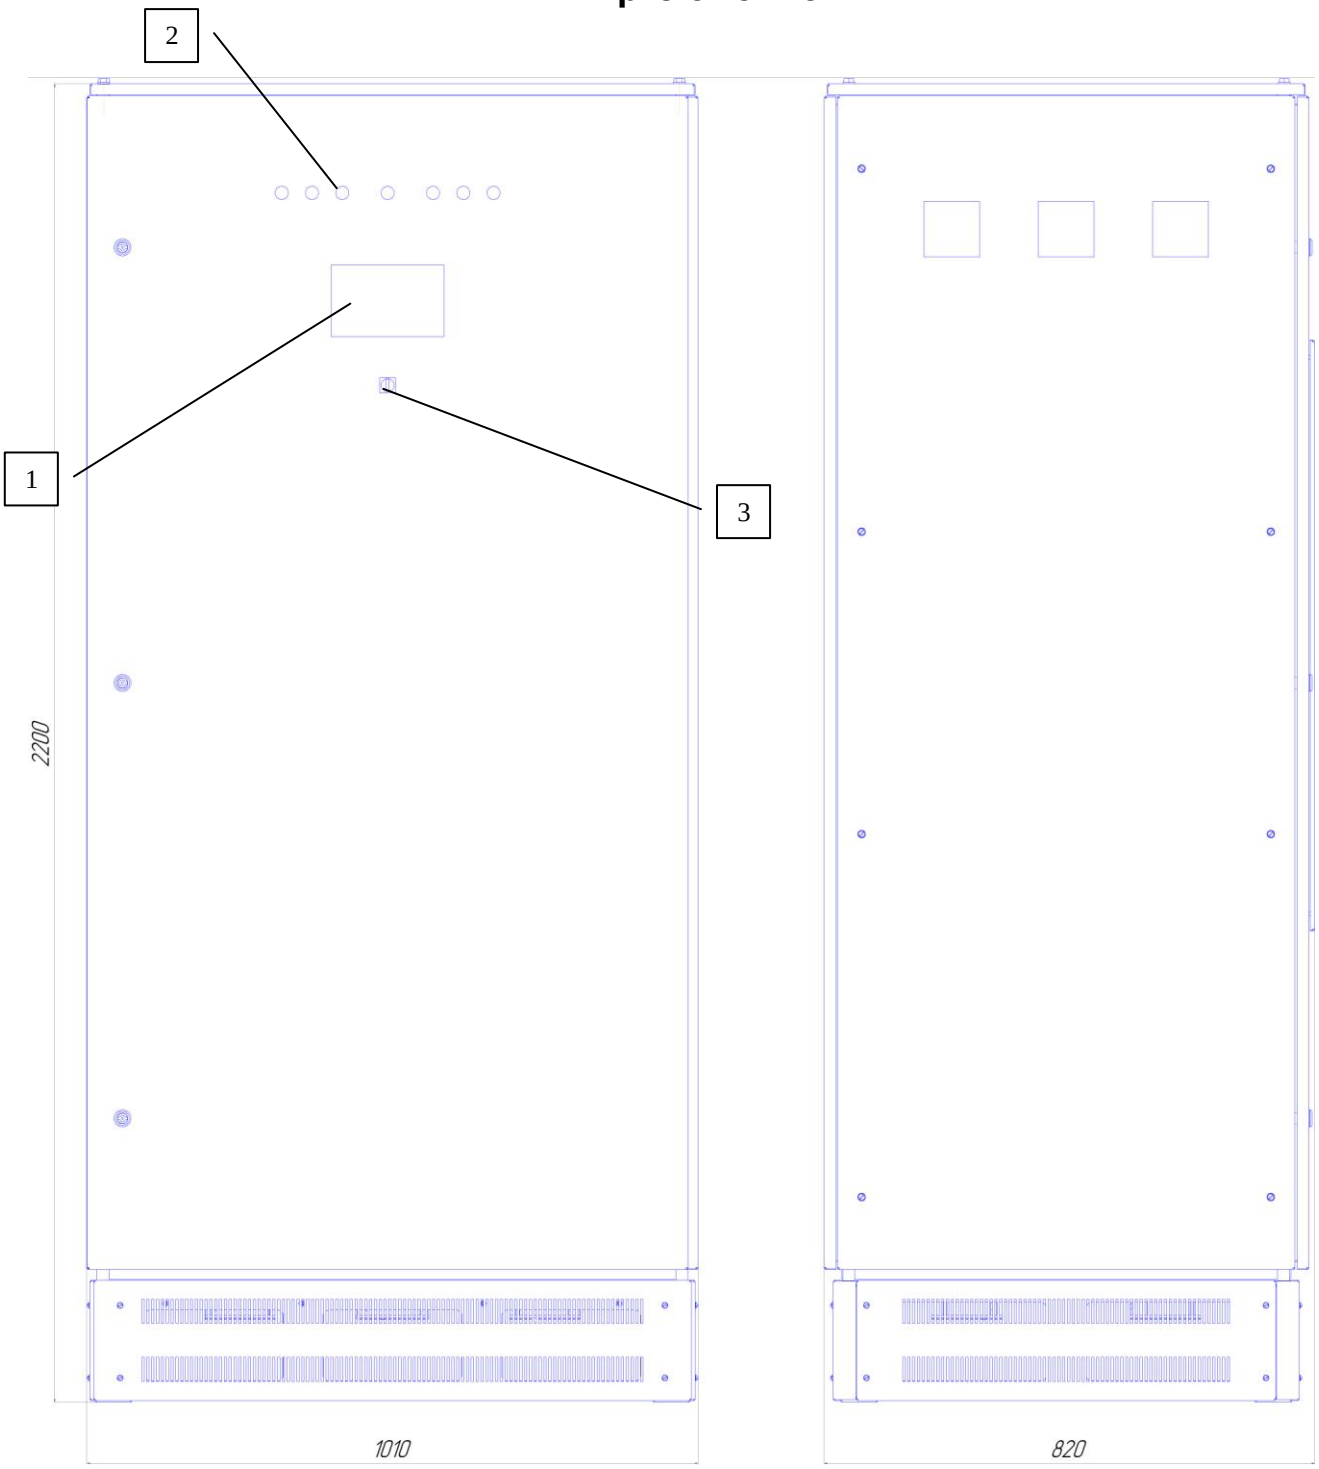

Рис.1. Внешний вид стабилизатора: 1 – панельный компьютер; 2 – индикаторные лампы «Сеть», «Нагрузка»; 3 – переключатель режимов работы стабилизатора.
1.3.2. На двери шкафа стабилизатора (рис.1) находятся:
- панельный компьютер с сенсорным экраном (рис.1 поз.1) для визуального контроля параметров сети и нагрузки, для индикации включения защиты по току, напряжению и температуре;
- три индикаторных лампы «Входная сеть», три индикаторных лампы «Нагрузка» (рис.1 поз.2).
2.2.5. Произвести подключение входных и выходных кабелей по схеме (рис.1) требуемым сечением, согласно маркировке: